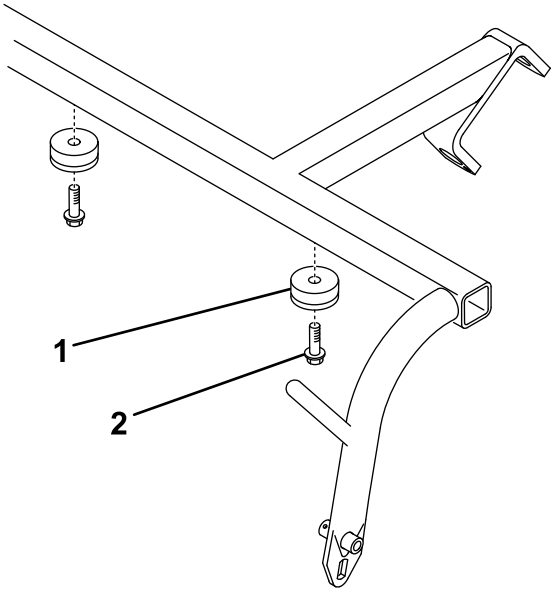

Figure 3
5. Fixez les 2 butées sur la face inférieure du bâti de traction à l'aide de 2 vis autotaraudeuses (Figure 3).